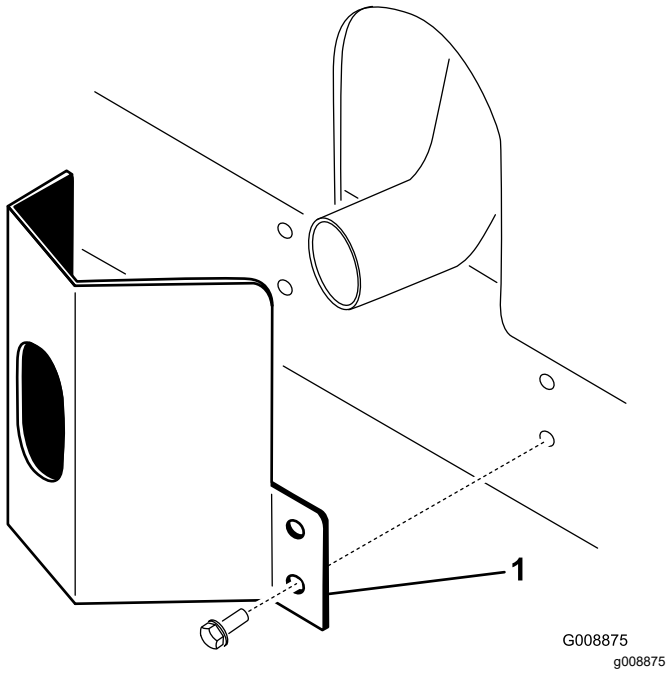

Rysunek 36
1. Należy zgrać otwory montażowe osłony wydechu z otworami w ramie (Rysunek 36).
2. Przykręć osłonę do ramy czterema blachowkrętami (Rysunek 36).